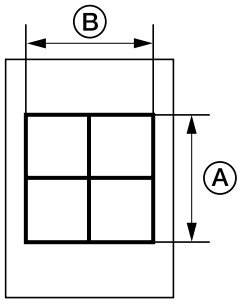

Figure 1-4-1
2. Measure Ⓐ and Ⓑ on the VTC pattern (Figure 1-4-1), and perform the following adjustments if they are different from the correct sizes: